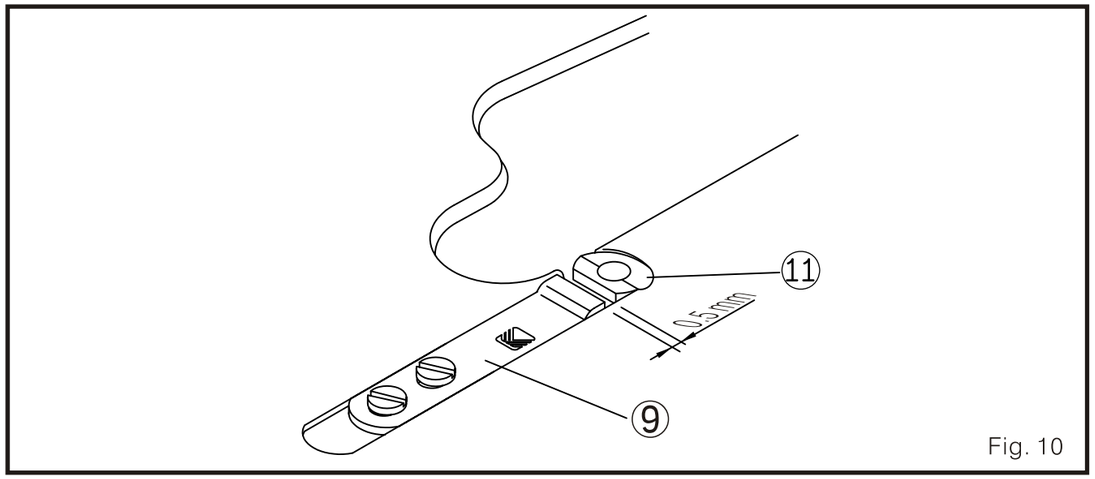

Fig. 10
e. Instalar la cuchilla fija 9 y mantenga un espacio de 0.5 mm entre esta cuchilla 9 y la placa aguja 11. (Fig. 10)